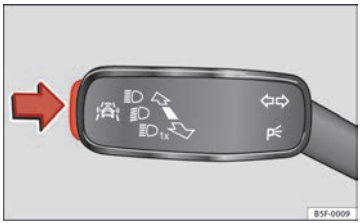

Fig. 44 Na alavanca das luzes indicadoras de mudança de direcção e dos máximos: botão para os sistemas de assistência à condução.
- Pressione brevemente o botão ⇒ Fig. 44 na direcção da seta para abrir o menu **Assistentes**.